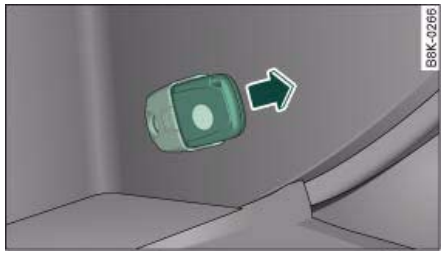

Fig. 36 Glove box: Adapter for spare key
– Take the adapter for the spare key out of the glove box ⇒ fig. 36.